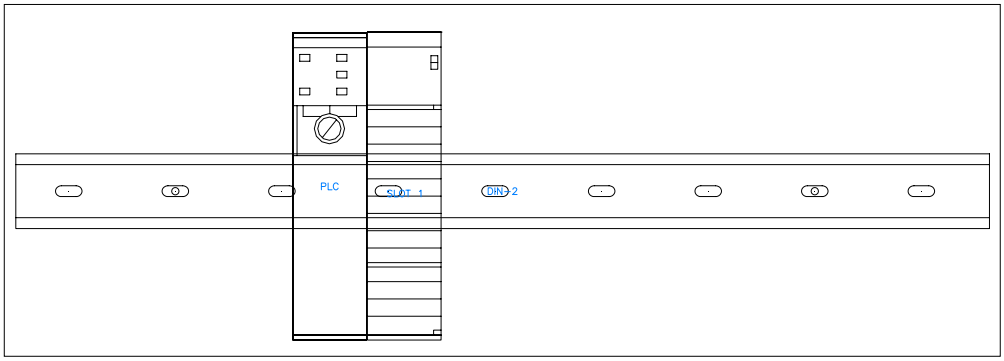

Figure P2-9 *The SLOT 1 inserted in the drawing*
19. Choose the **OK** button; the SLOT 1 is inserted in the drawing, as shown in Figure P2-9.